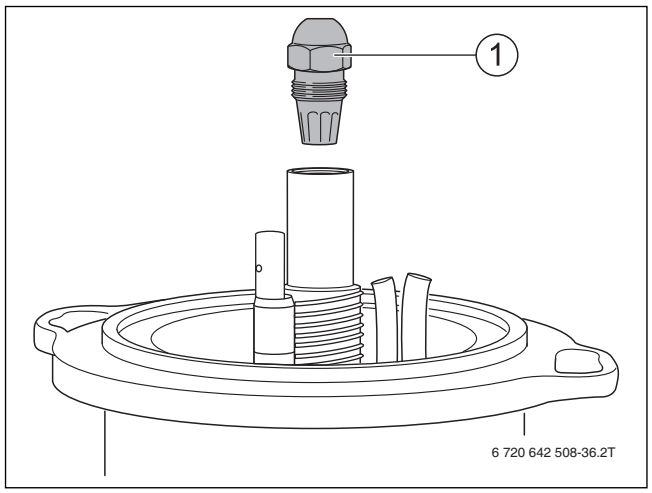

*Bild 35 Düse abschrauben*
- Düse abschrauben (→ Bild 35, Seite 22).